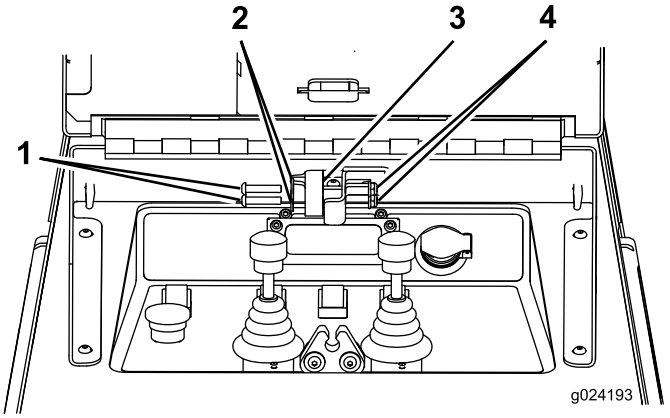

Figure 5
3. Assemblez le clip de fermeture sur le support de fermeture au moyen de 2 boulons à tête creuse hexagonale (1/4 x 1-1/4 po), 2 rondelles (5/16 po) et 2 écrous à embase (1/4 po) (Figure 5).